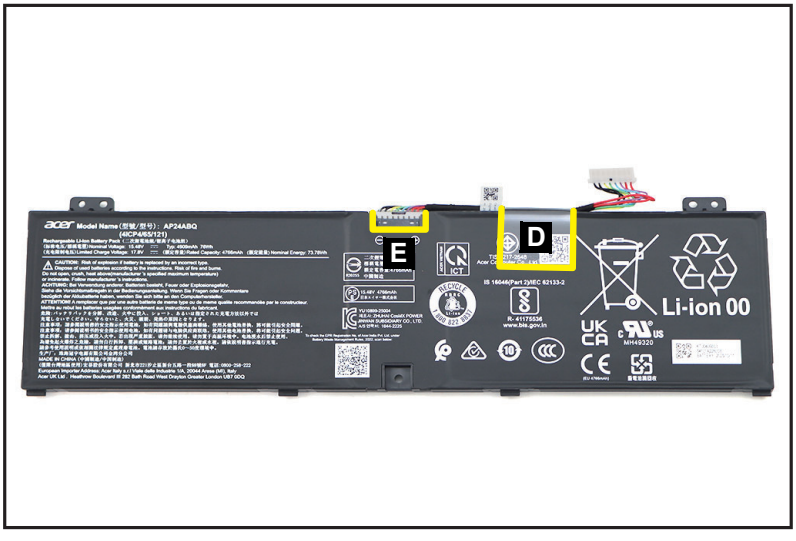

Figure 1-9. Battery Pack Removal
4. Detach the mylar (D) securing the battery cable in place (Figure 1-9).
5. Disconnect the battery cable from the battery connector (E) (Figure 1-9). Then remove the battery cable.